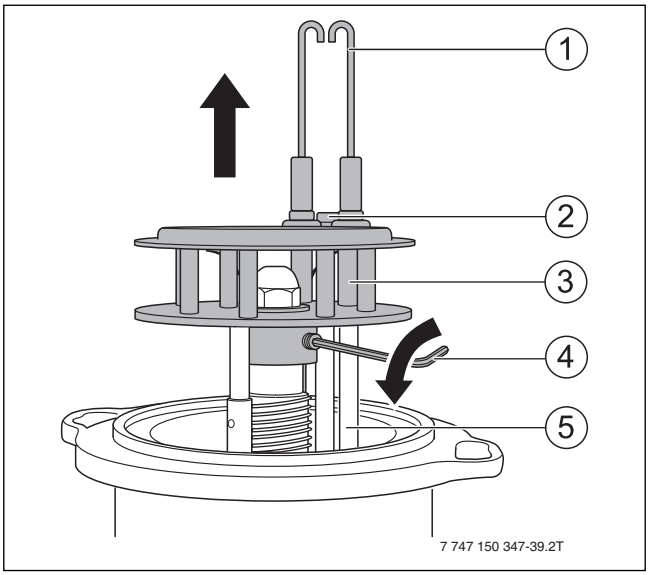

Fig. 34 Smontaggio del sistema di miscelazione
▶ Svitare la vite (fig. 34, [2], pagina 21) tra gli elettrodi di accensione.
▶ Smontare l'elettrodo di accensione (fig. 34, [1], pagina 21).
▶ Fissare il sistema di miscelazione con il perno filettato (→ fig. 34, [4], pag. 21).